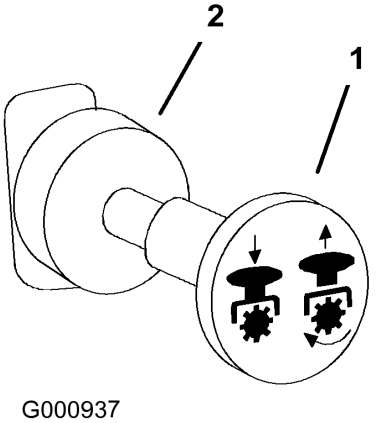

Figure 14
1. Désengagez la PDF, placez les leviers de commande de déplacement à la position de verrouillage du point mort et serrez le frein de stationnement (Figure 14).
4. Tirez sur la commande de prise de force (PDF) pour l'engager (Figure 14).
Débrayez la commande de PDF pour la désengager (Figure 14).